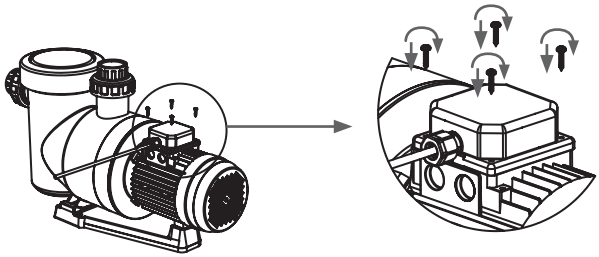

FIGURA 6
5. Cierre la caja de conexiones eléctricas, comprobando que la junta esté en su sitio, y apriete los tornillos. (FIGURA 6)